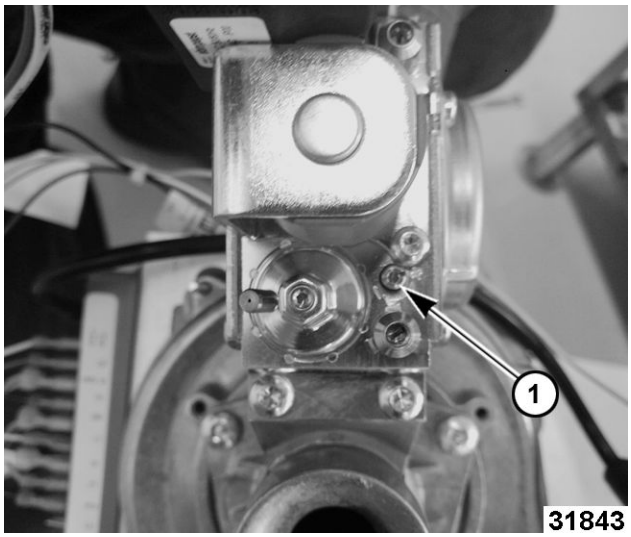

**Fig. 47**
D. Turn adjustment screw (1, Fig. 47) all the way in until it bottoms out.